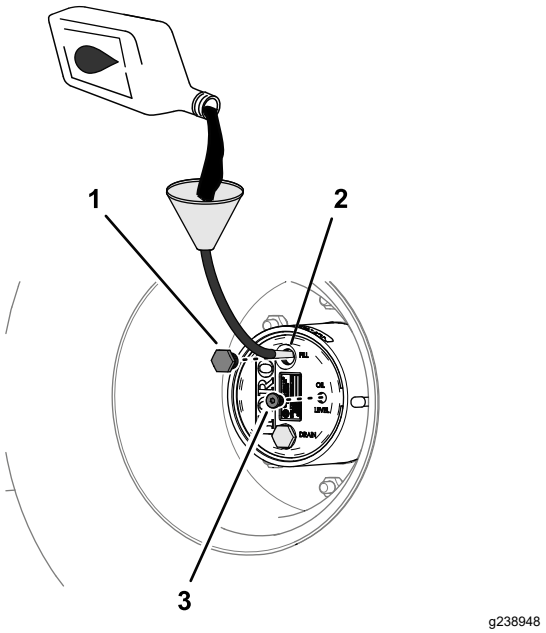

図 93
4. オイルの量が少ない場合は、補給プラグを取り、点検穴からあふれ出てくるまで所定のオイルを補給する図 93 プラネタリギアドライブの潤滑油の仕様 (ページ 63)を参照。
6. 補給プラグと点検プラグを取り付ける図 93。
1. 補給プラグの穴から、新しいオイルをゆっくりと入れる図 93 プラネタリギアオイルの点検 (ページ 63)を参照。
3. 補給プラグと点検プラグを取り付ける図 93 プラネタリギアオイルの点検 (ページ 63)を参照。